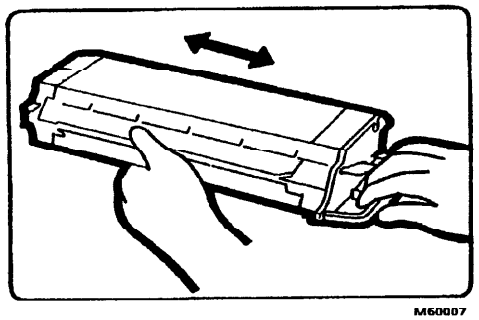

Рис. 2. Встряхивание картриджа тонера
2. (Рис. 2): Изымите картридж тонера из пакета и встряхните четыре-пять раз в горизонтальном направлении.